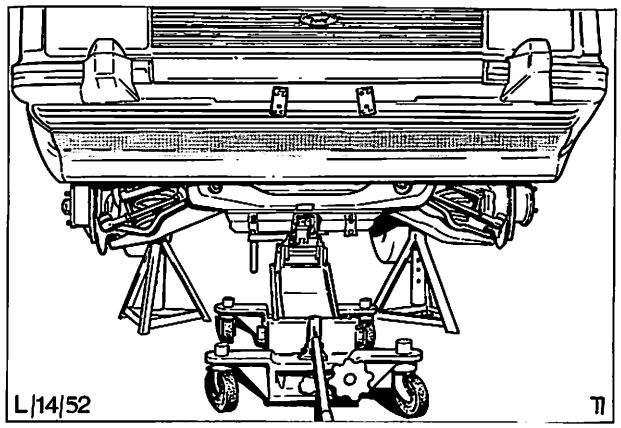

Abb. 33 Wagenheber unter Verbindungsrahmen
8. Verbindungsrahmen der Vorderachse mit einem Wagenheber abstützen, Abb. 33.